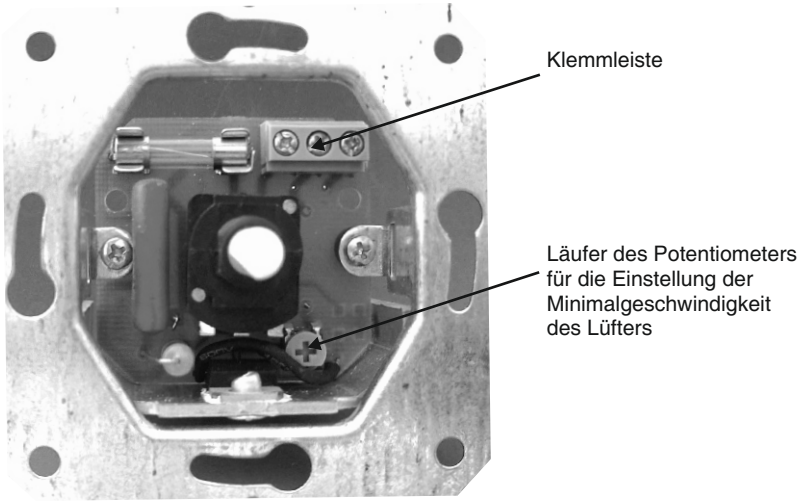

Abb. 2 Einstellung der Minimalgeschwindigkeit
- der Regler in den Montagekasten so eingebaut, dass die Klemmleiste (Abb.2) am Kopf platziert und mit Schrauben befestigt wird.